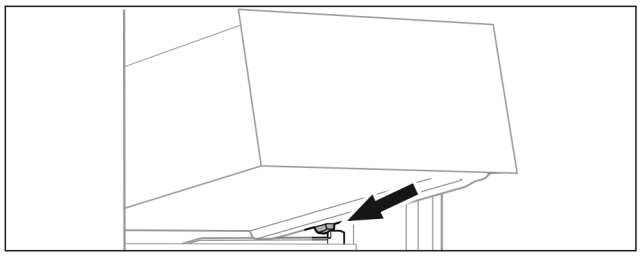

Fig. 15
▶ Наклоняя вниз, установите выдвижной ящик за стопоры на контейнерное ребро *Fig. 15 ()*.